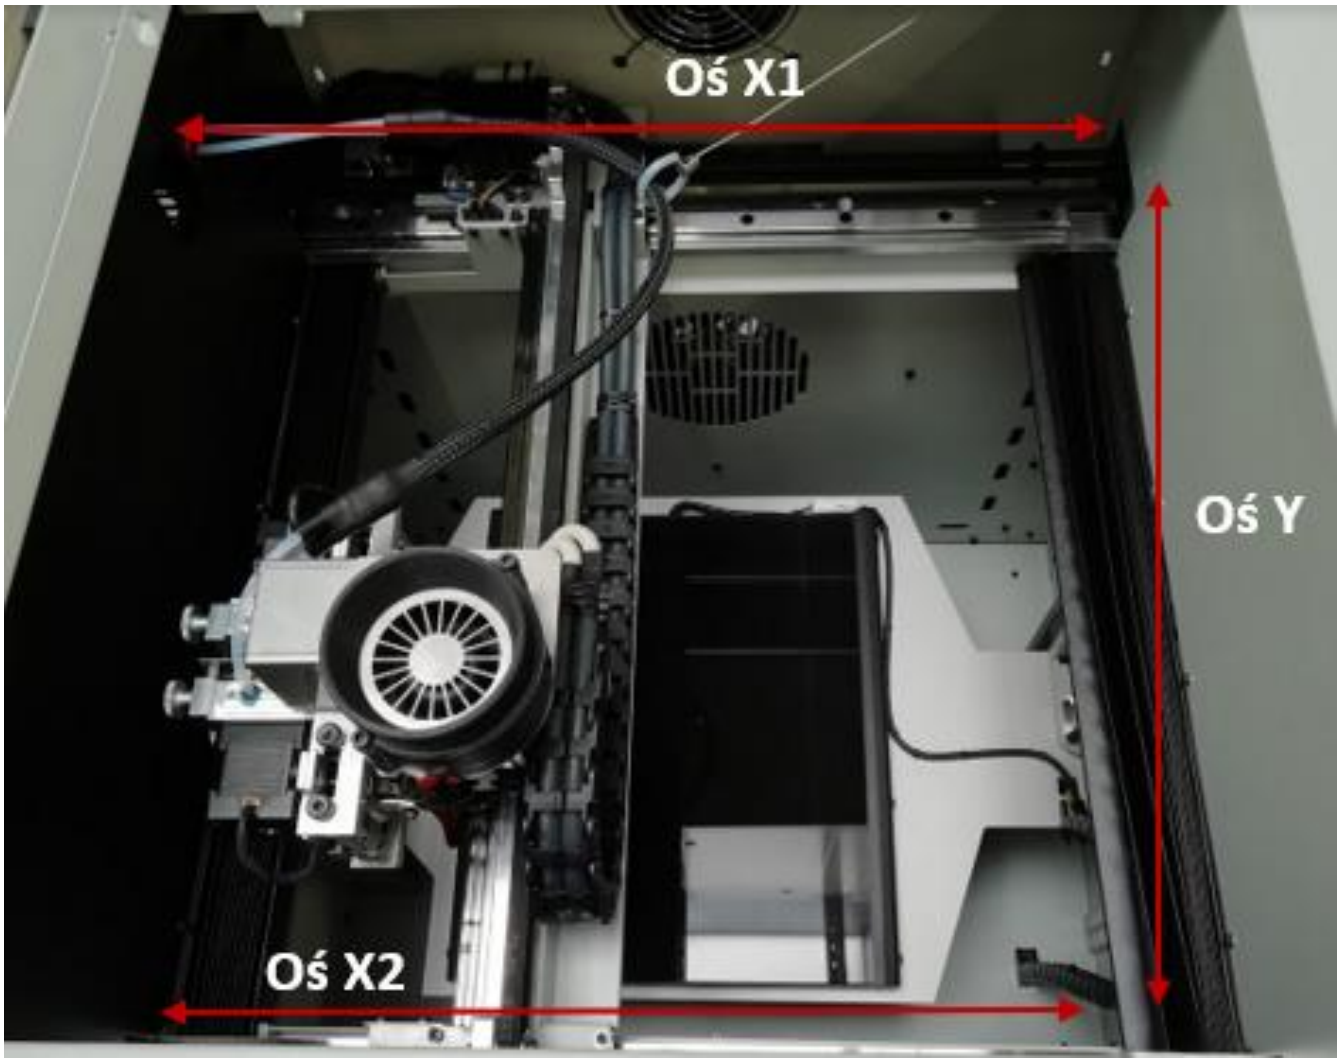

Rys. 36 Ustawienie wózka
2. Patrząc od przodu drukarki ustaw wózek w pozycji jak na zdjęciu (rys.36):